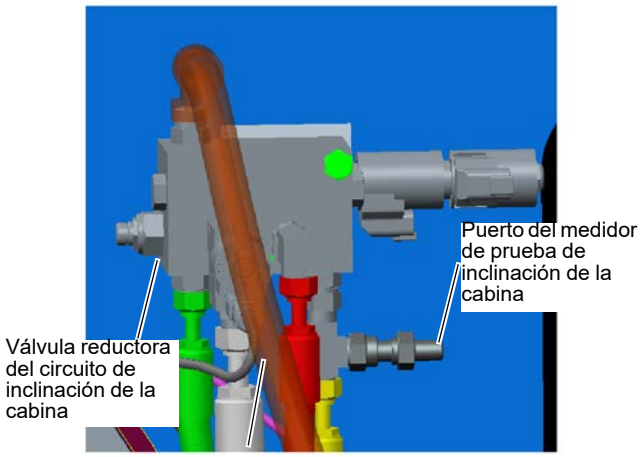

FIGURA 2-17
1. El circuito del cilindro de inclinación de la cabina tiene una sola válvula reductora en el colector de inclinación de la cabina con un ajuste de 172 bar (2500 psi) como se muestra en la Figura 2-17.